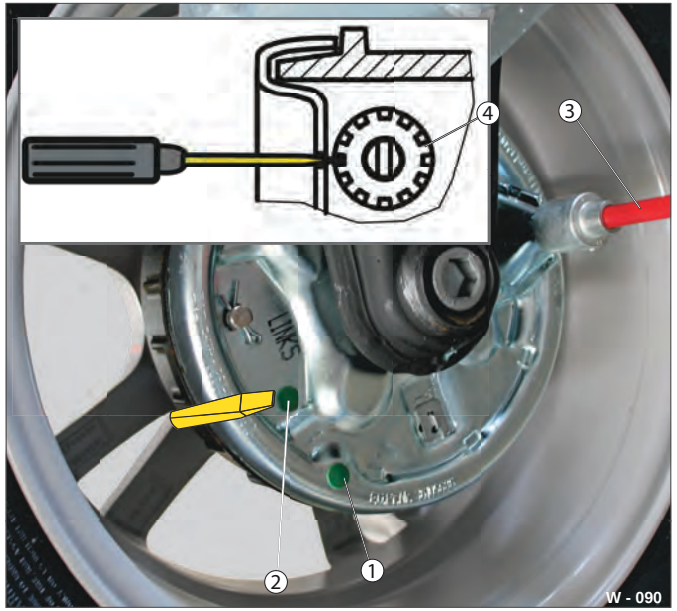

Fig. 63 Eksempel: Tromlebremse (ALKO)
- ▶ Fjern proppen fra indstillingsåbningen (Fig. 63 /2).
- ▶ Juster efterstilemøtrikken (Fig. 63 /4) ved hjælp af en skruetrækker til lige kærv - se pilmarkeringerne: